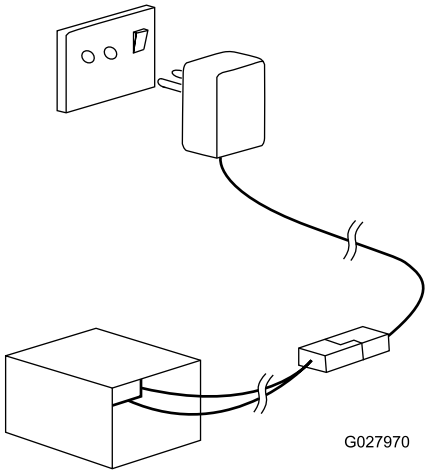

Figur 32
2. Koble laderen til et strømuttak (Figur 32).